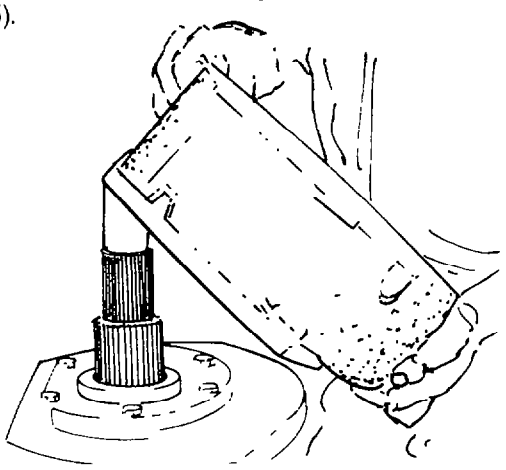

Fig. 225 — Removing Front Drive Housing
m. Remove the front drive housing retaining bolts and nuts and carefully remove the front drive housing (see fig. 225).